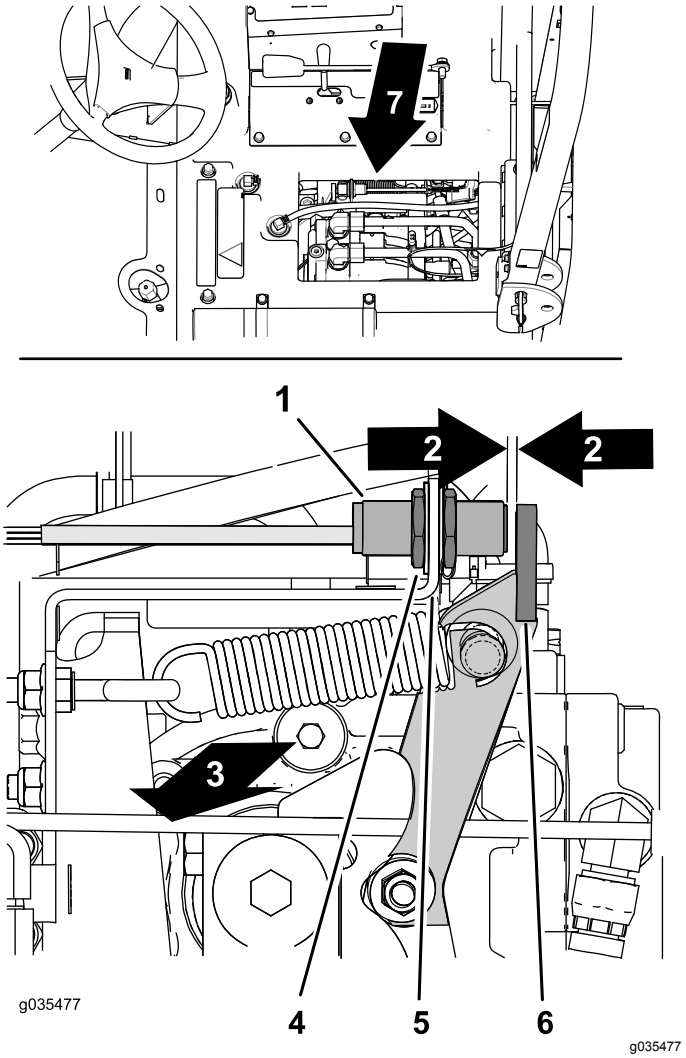

Figur 66
A. Finn nærhetssensoren ved den hydrauliske pumpen øverst til høyre (Figur 66).
B. Kontroller at nærhetssensorbraketten ikke er bøyd og at lampen på baksiden av sensoren er tent (Figur 66).
1. Finn nærhetssensoren ved den hydrauliske pumpen øverst til høyre (Figur 66).
2. Løsne låsemutterne på hver side av sensorbraketten (Figur 66).
3. Juster låsemutterne til det er en åpning på 2,5 til 3,6 mm mellom enden av nærhetssensoren og flensen på armen for fri (Figur 66).
4. Stram låsemutterne (Figur 66).